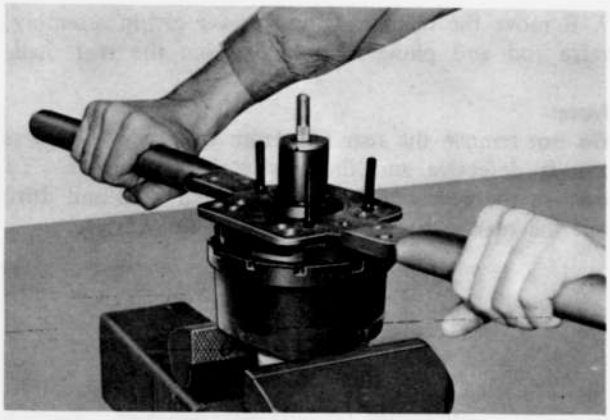

Fig. 11–13 Removing rear shell
5. Attach a suitable wrench to the studs of the rear shell as shown in Fig. 11–13. Rotate the rear shell clockwise to unlocked postion.